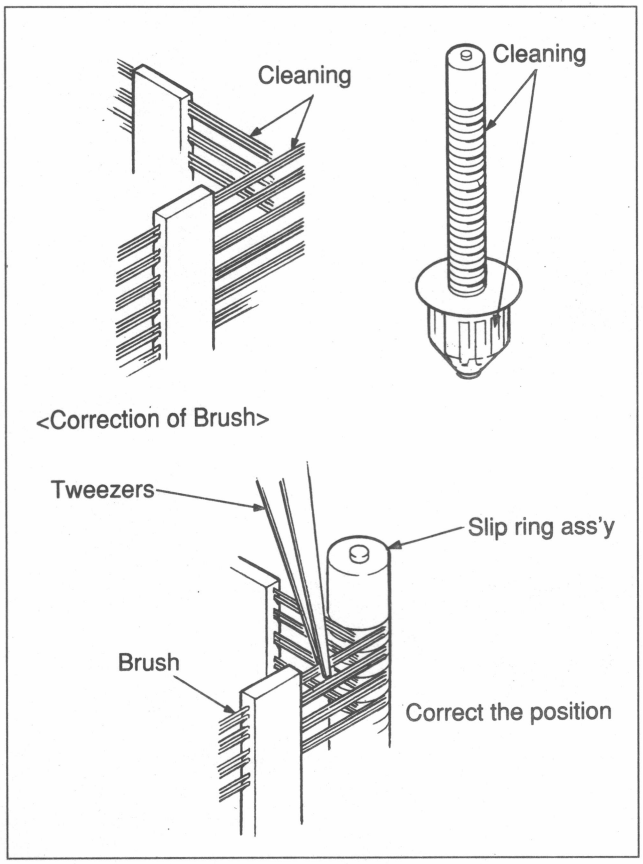

Fig. 7-4-2 Brush Ass'y Replacement
3. Brush Ass'y Replacement (Refer to Fig. 7-4-2.)
NOTE 2: If the brush is not placed in the grooves of the slip ring, correct the position of the brush with tweezers and install it along the grooves. (Fig. 7-4-2)